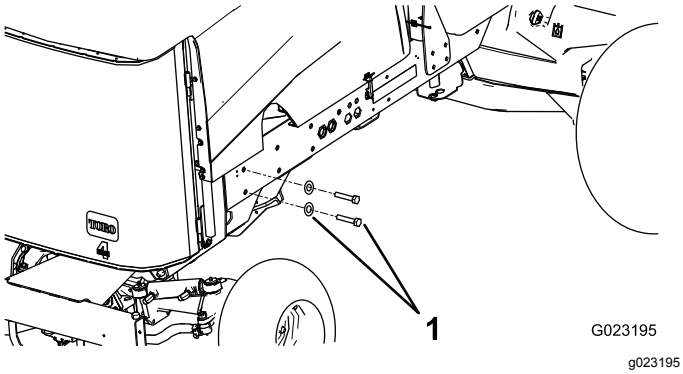

Figura 20
4. Retire os dois parafusos traseiros e as duas anilhas da calha da estrutura direita (Figura 20).